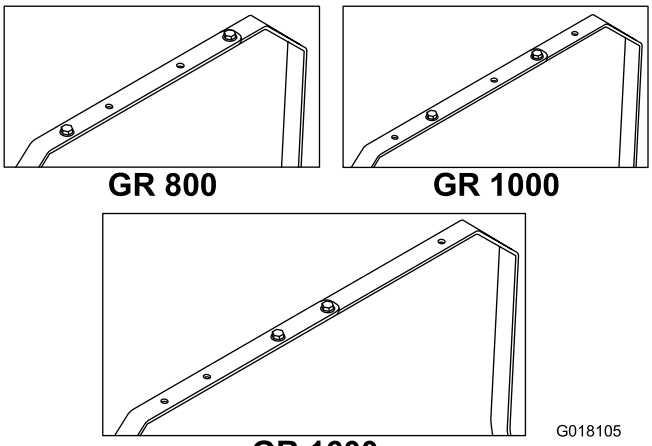

Figur 1
6. Fäst ihop de två stängerna med två skruvar (5/16 x 1 tum), två brickor och två flänsmuttrar genom hålen som motsvarar lämplig modell i enlighet med Figur 1.